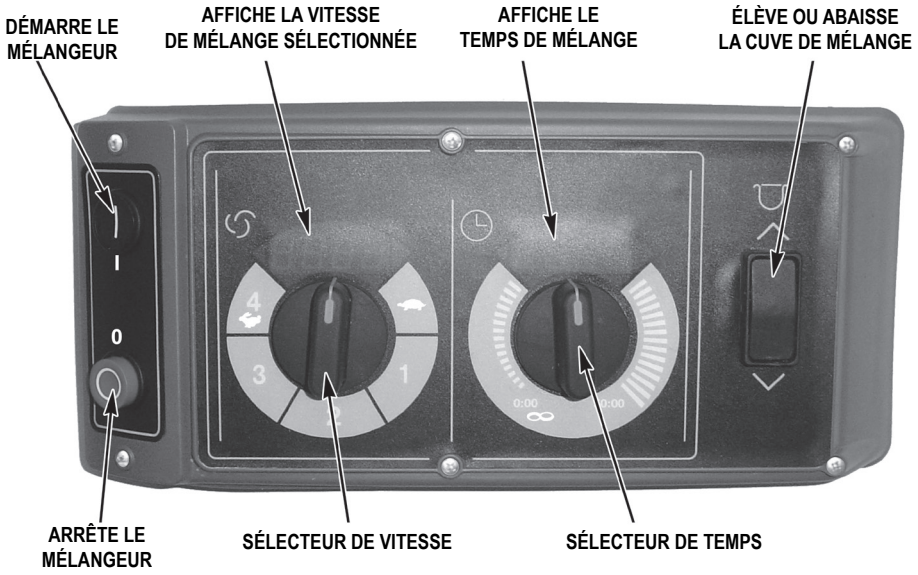

Fig. 3
1. Abaissez complètement le support de cuve en appuyant sur la flèche vers le bas sur l'interrupteur de la cuve et en la maintenant enfoncée (Fig. 3).
1. Abaissez la cuve en appuyant sur la flèche vers le bas sur l'interrupteur de la cuve et en la maintenant enfoncée (Fig. 3).
2. Abaissez la cuve en appuyant sur la flèche vers le bas sur l'interrupteur de la cuve et en la maintenant enfoncée (Fig. 3).